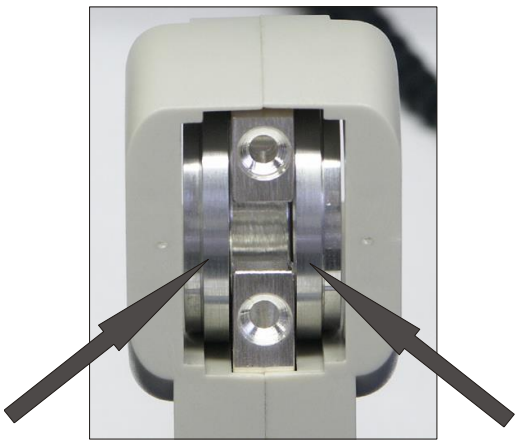

Fig. 1 Messkopfaufnahme mit eingelegten Montagescheiben
- Montagescheiben links und rechts in die Messkopfaufnahme einsetzen (siehe Fig. 1).